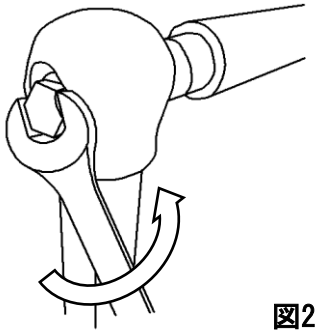

図2
②　準備した工具を使用して、支柱側面のボルトを緩めます（図2）。